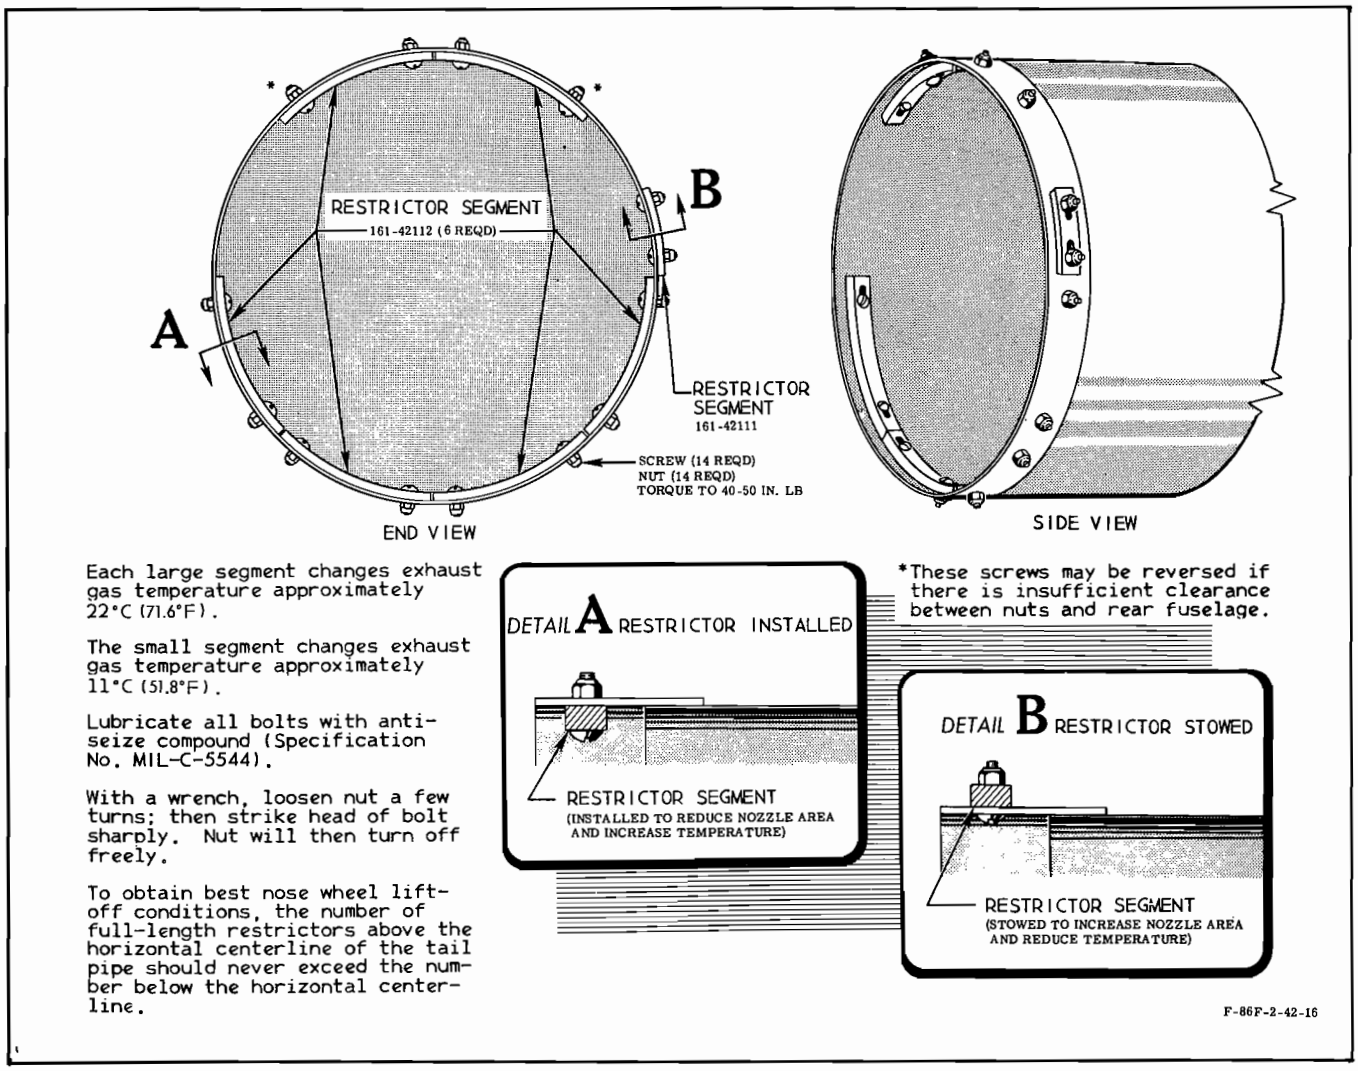

Figure 5-14. Adjusting Exhaust Nozzle Restrictor Segments
all like engine installations. To adjust segments, see figure 5-14 and proceed as follows:
b. If exhaust temperature is not within operating limits, shut down engine. To increase temperature, install segments inside tail pipe, starting with bottom segments. To decrease temperature, remove segments, starting with top segments inside tail pipe. Install removed segments on outside of tail pipe as shown in figure 5-14. Again run engine and note temperature. Repeat procedure until temperature is established and stabilized within limits.